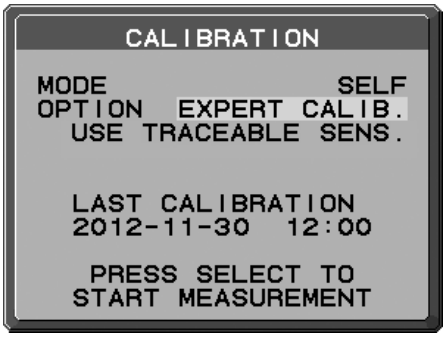

Рисунок S.1
2. Используйте кнопки «LEFT» и «RIGHT» для того, чтобы в настройке MODE (РЕЖИМ) выбрать SELF (ВНУТР.) (**Рисунок S.1**). Нажмите SELECT (ВЫБОР) для перехода в следующий раздел.